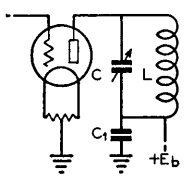
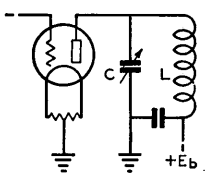
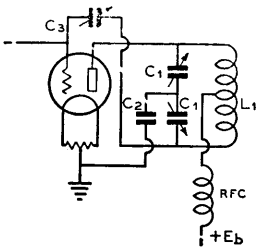

FIGURE 17.
FIGURE 18.
FIGURE 19.
The r.f. voltage in the plate circuit of a class-C amplifier tube varies from nearly zero to twice the d.c. plate voltage. If the d.c. voltage is being modulated by an audio voltage, the r.f. peaks will reach four times the d.c. voltage. These are the highest values reached in any type of loaded amplifier: a class-B linear, class-C grid- or plate-modulated or class-C c.w. amplifier. The circuits shown in figures 18 and 20 require a tuning condenser with plate spacing which will have an r.f. peak breakdown rating at least equal to 2 times or 4 times the d.c. plate voltage for c.w. and plate-modulated amplifiers respectively.
We can reduce the air gap to one-half by connecting the amplifier so that the d.c. plate voltage does not appear across the tuning condenser. This is done in figures 17 and 19. These circuits should always be used in preference to those of figures 18 and 20 since the tuning condenser is only about one-fourth as large physically for the same capacity. Consequently, it is proportionately less expensive.
The peak r.f. voltage of a plate-modulated class-C amplifier varies at 100% modulation from nearly zero to four times E_b, the d.c. plate voltage, but only one-half of this voltage is applied across the tuning condensers of figures 17 and 19. For a class-B linear, class-C grid-modulated or c.w. amplifier, the r.f. voltage across the tube varies from nearly zero up to twice E_b. The r.f. voltage is an a.c. voltage varying from zero to a positive and then to a negative maximum over each cycle. The fixed (mica) condenser C_1 in figure 17, and C_2 in figure 19 insulates the rotor from d.c. and allows us to subtract the d.c. voltage value from the tube peak r.f. voltage value in calculating the breakdown voltage to be expected.
This gives us a simple rule to follow for a normally-loaded plate-modulated r.f. amplifier. The peak voltage across the tuning condenser C or C_1 of figures 17 and 19 respectively will be *twice the d.c. plate voltage.* If a single-section condenser is used in figure 19, with the by-pass condenser C_2 connected to the coil center tap, the plate spacing or air gap must be twice as great as that of a split-stator condenser; so there is no appreciable saving in costs for a given capacity.
r.f. voltage *equal to the d.c. plate voltage*, for each section C_1 of figure 19, or, C of figure 17.
A factor of safety in the air-gap rating should be applied to insure freedom from r.f. flashover. This is especially true when using the circuits of figures 2 and 4; in these circuits the plate supply is shorted when a flashover occurs. Knowing the peak r.f. voltage, an air gap should be chosen which will be about 100% greater than the breakdown rating. The air gaps listed will break down at the approximate peak voltages in the table. If the circuits are of the form shown in figures 18 and 20, the peak voltages across the condensers will be nearly twice as high and twice as large an air gap is needed. The fixed condensers, usually of the mica type, shown in figures 17 and 19, must be rated to withstand the d.c. plate voltage plus any audio voltage. This condenser should be rated at a d.c. working voltage of at least *twice the d.c. plate supply in a plate modulated amplifier* and at least *equal to the d.c. supply* in any other type of r.f. amplifier.
The circuits of figures 19 and 20 apply without any change in calculations to push-pull amplifiers. Only one tube is supplying power to the tuned circuit at any given instant, each one driving a part of each half cycle. The different value of Q and increased power output increase the peak voltages slightly but for all practical purposes, the same calculation rules may be employed.
Recommended Air gap (approx. 100% factor of safety) for the circuits of figures 17 and 19. Spacings should be multiplied by 1.5 for same factor of safety with circuits of figures 18 and 20.